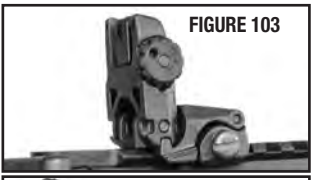
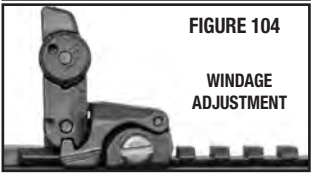

FIGURE 103
FIGURE 104
- The Magpul® MBUS® spring-loaded, folding rear sight (FIGURE 103) is a dual aperture rear sight that is adjustable for windage (FIGURE 104). Turn the knob right to change the bullet impact to the right. The sight flips up by pressing the tab from either side or by pressing the central area on top (FIGURE 103). The sight can be folded with either large or small aperture in position.